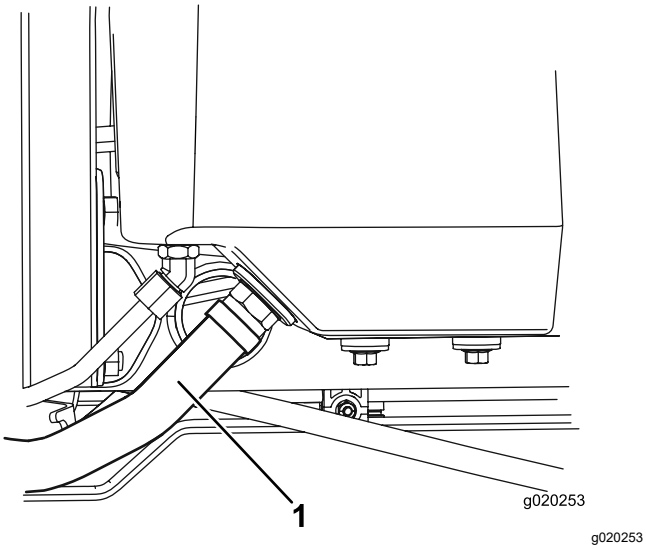

Figuur 80
2. Maak de grote hydraulische slang (Figuur 80) los van het reservoir en laat de hydraulische vloeistof in een opvangbak lopen.